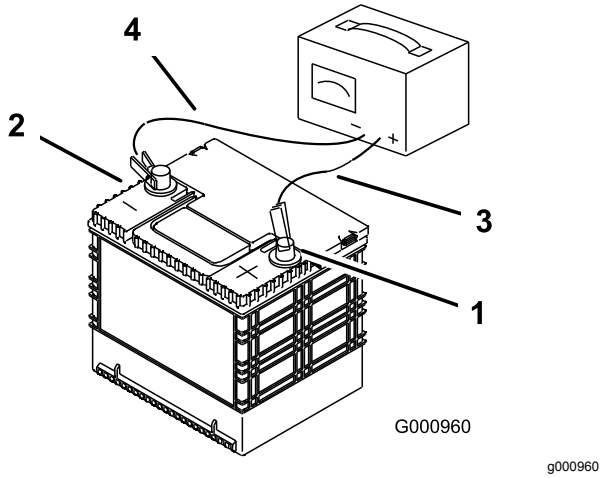

図 52
2. 充電が終わったら、チャージャのプラグをコンセントから抜いてから、チャージャのリード線をバッテリー端子から外す図 52。